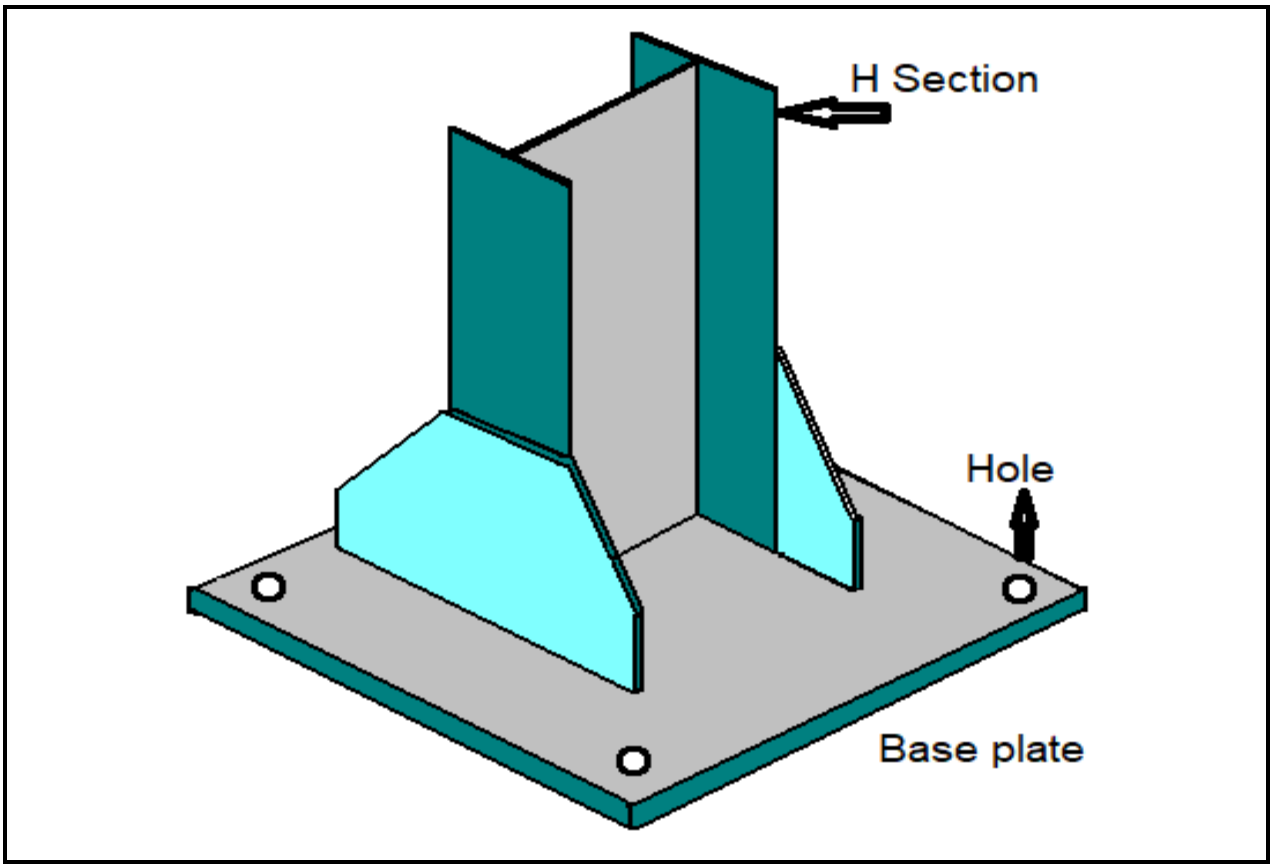

FIGURE 2
2.2 A simple column base is shown FIGURE 2, DIAGRAM SHEET 1 (attached).